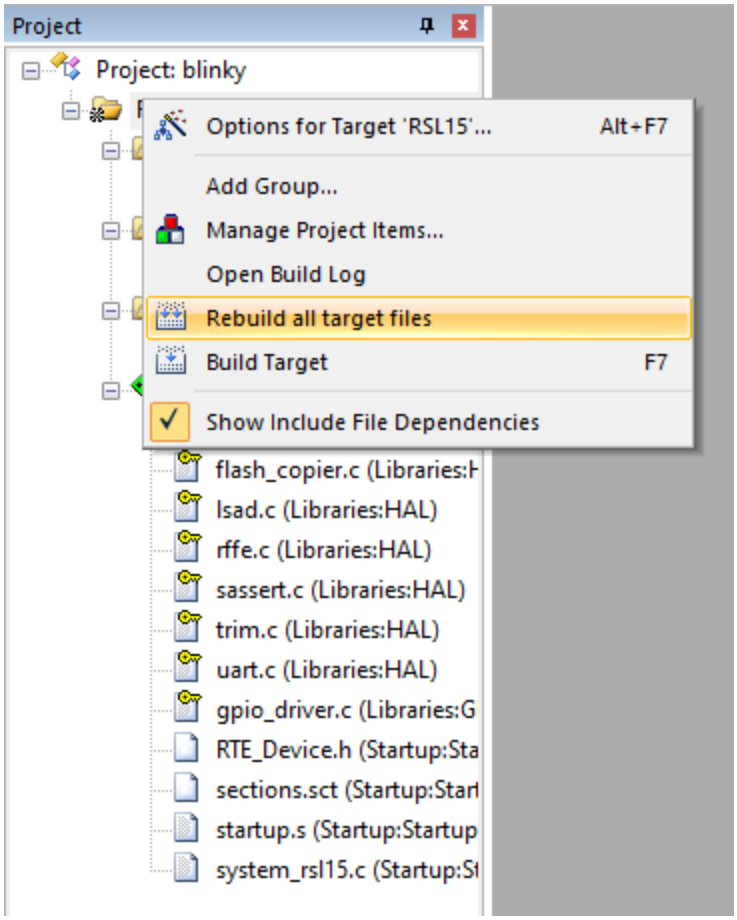

Figure 27. Starting to Build a Project in the Keil µVision IDE
1. Right click on **RSL15** and **choose Rebuild all target files**. Alternatively, you can use the icon shown in the "Starting to Build a Project in the Keil µVision IDE" figure (Figure 27).